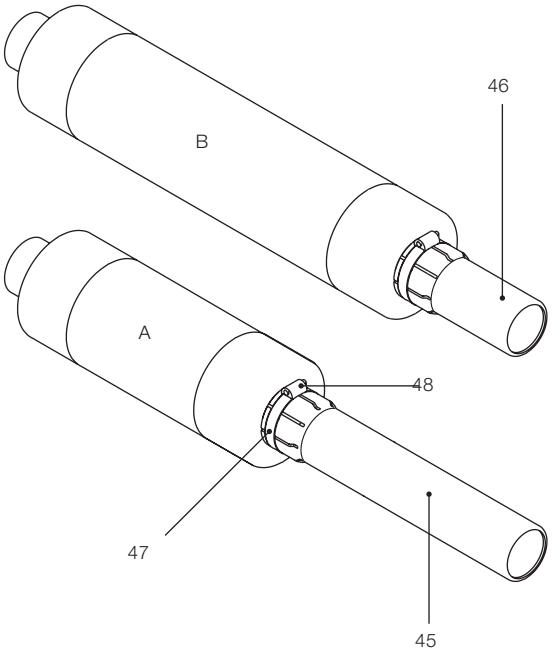

Fig. 19a
a) Montaggio degli adattatori (fig. 19a)